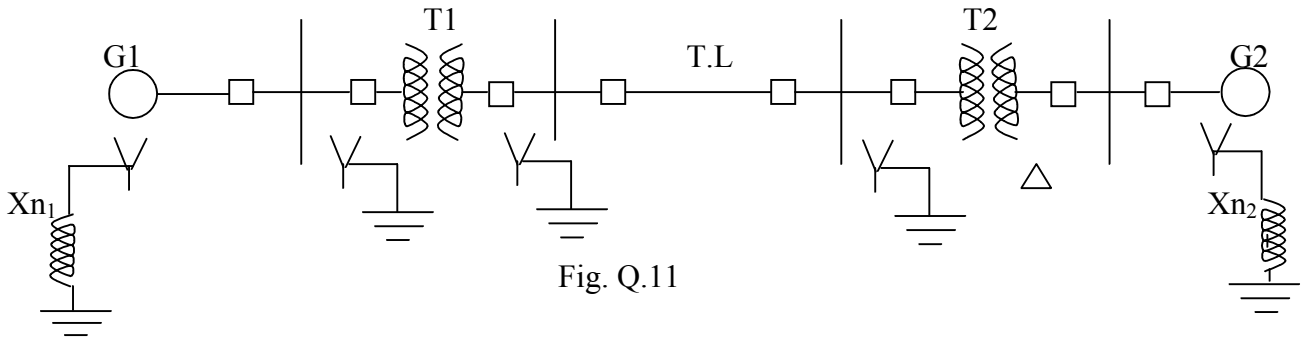

Fig. Q.11
11. Obtain the per unit impedance (reactance) diagram of the power system shown in Fig.Q.11